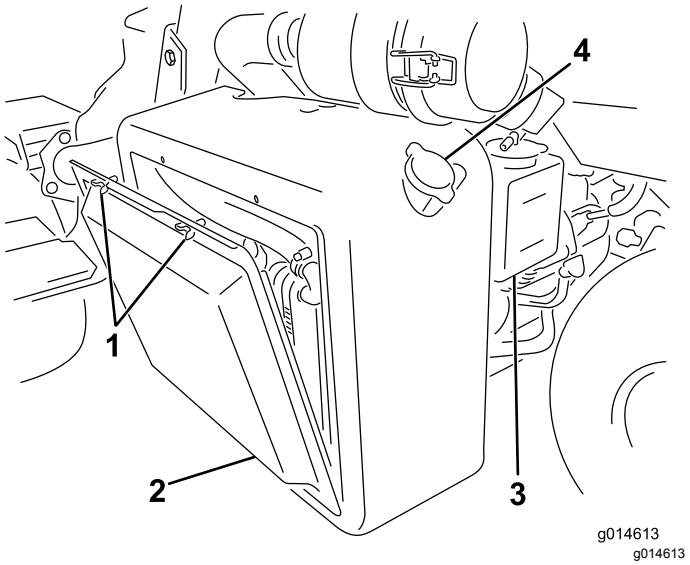
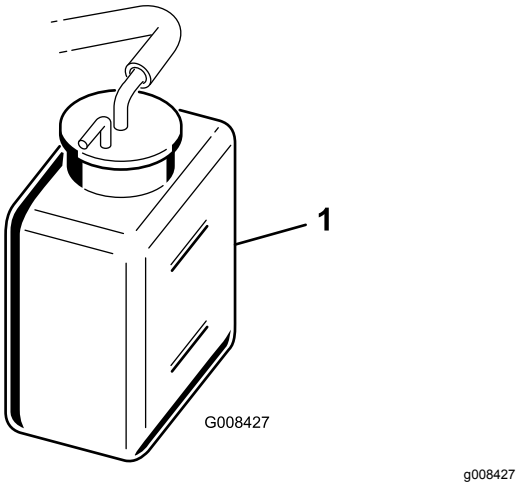

Figur 47
Figur 48
1. Ta av radiatorskjermen (Figur 47).
2. Kontroller kjølevæskenivået (Figur 47 og Figur 48).